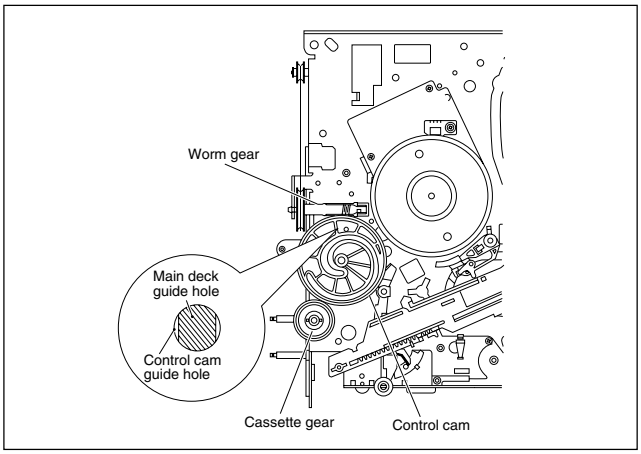

Fig. 2-2-13c
(2) Rotate the worm gear until the guide hole of the control cam is aligned exactly with the guide hole of the main deck. (See Fig.2-2-13c.)